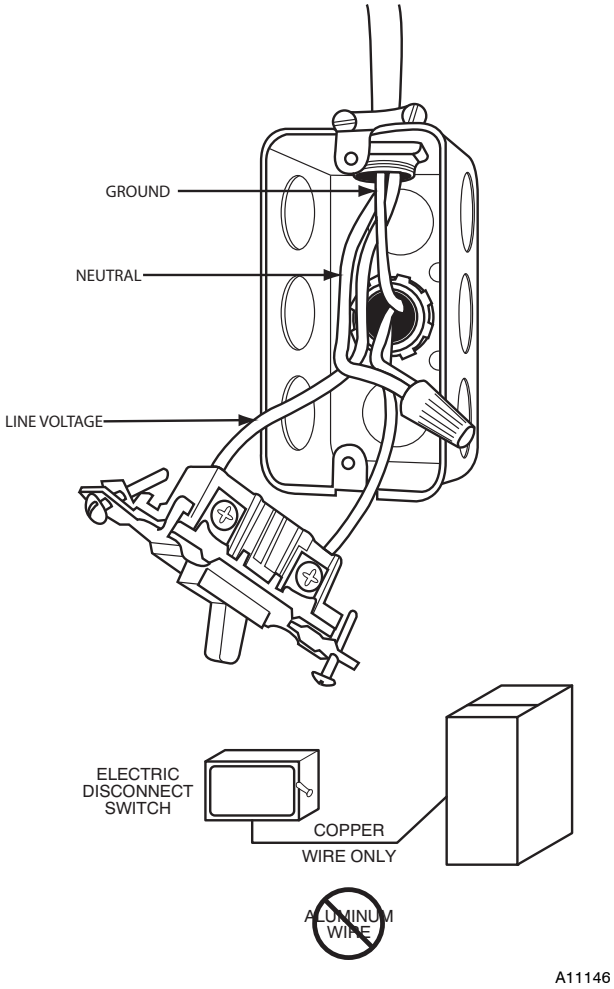

Fig. 34 - Field–Supplied Electrical Box on Furnace Casing
Do not connect aluminum wire between disconnect switch and furnace. Use only copper wire. See Fig. 34.
1. Fasten a field-supplied external electrical box to the outside of the casing by driving two field-supplied screws from inside electrical box into casing. See Fig. 34.
9. Complete external disconnect wiring and installation. Connect line voltage leads as shown in Fig. 34. Use best practices (NEC in U.S.A. for wire bushings, strain relief, etc.)